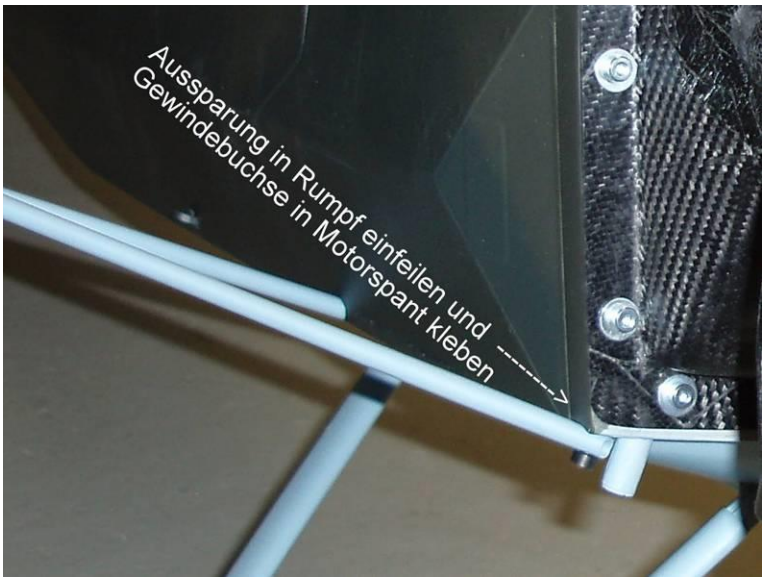

Bild 62
Der Fahrwerksträger wird hier mit der Schraube (222) vom Rumpfinneren heraus verschraubt. Schließlich werden - als Befestigungspunkte vorne - mittig in den Motorspant Löcher für M4-Gewindehülsen (224) in den Motorspant gebohrt und die Hülsen nach Anpassen des Fahrwerkes eingeklebt (s. auch Bild 62).